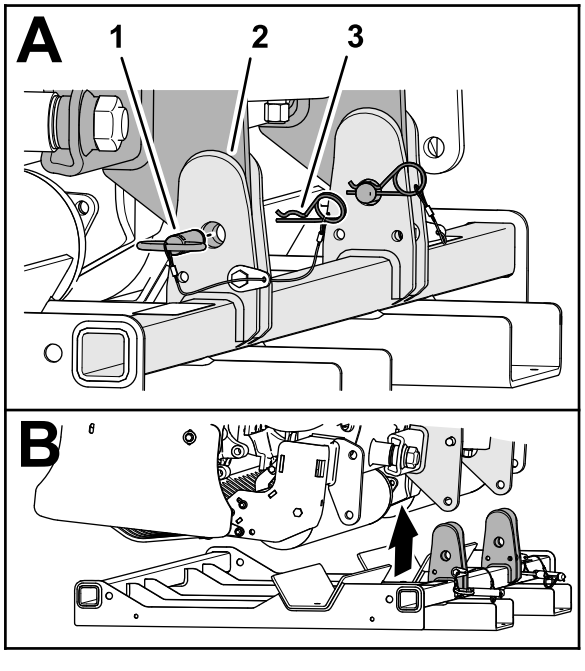

Figur 21
2. Ta bort de två hårnålssprintarna som fäster de två förvaringsstödstiften på förvaringsstödet (Figur 21).
3. Ta bort de två förvaringsstödsstiften (Figur 21).